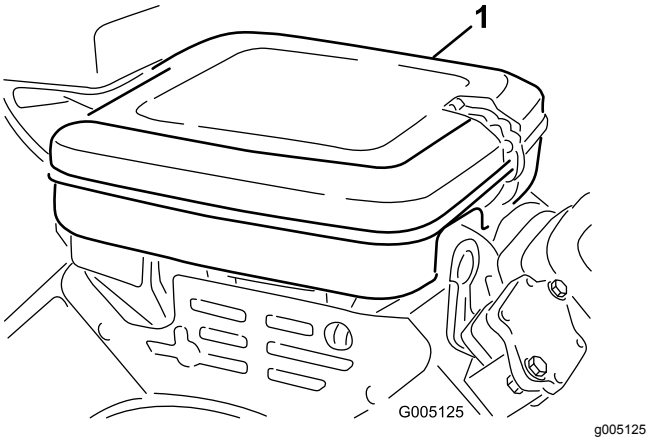

Figur 36
1. Rengør dækslet grundigt (Figur 36).